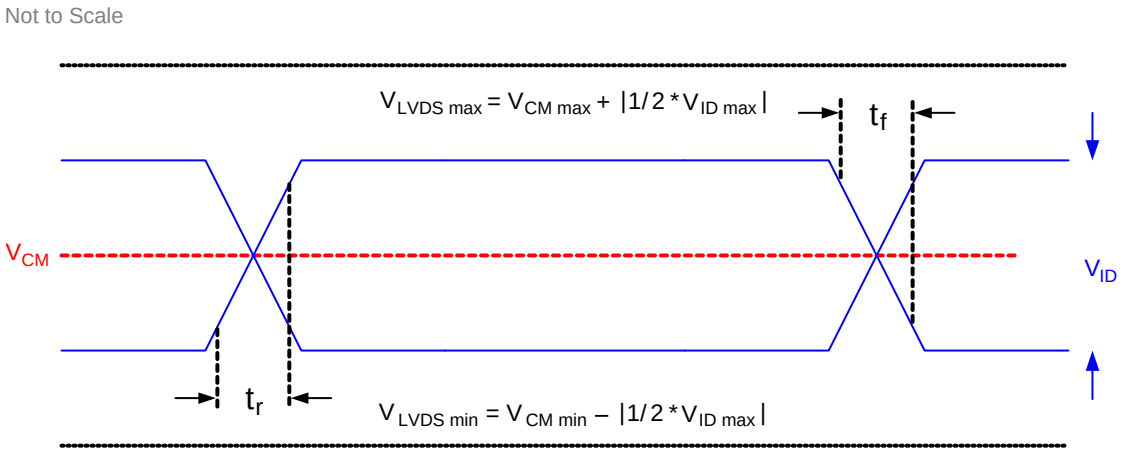

Figure 6. LVDS Waveform Requirements
(11) See Figure 6 LVDS Waveform Requirements.
(12) Simultaneous exposure of the DMD to the maximum *Recommended Operating Conditions* for temperature and UV illumination will reduce device lifetime.
(2) See Figure 6 for Timing Requirements for LVDS.
(3) Channel A (Bus A) includes the following LVDS pairs: DCLK_AN and DCLK_AP, SCTRL_AN and SCTRL_AP, D_AN(15:0) and D_AP(15:0).
(4) Channel B (Bus B) includes the following LVDS pairs: DCLK_BN and DCLK_BP, SCTRL_BN and SCTRL_BP, D_BN(15:0) and D_BP(15:0).
(5) Channel C (Bus C) includes the following LVDS pairs: DCLK_CN and DCLK_CP, SCTRL_CN and SCTRL_CP, D_CN(15:0) and D_CP(15:0).
(6) Channel D (Bus D) includes the following LVDS pairs: DCLK_DN and DCLK_DP, SCTRL_DN and SCTRL_DP, D_DN(15:0) and D_DP(15:0).